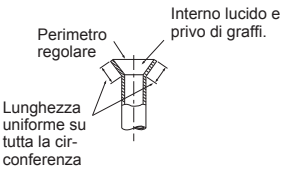

Fig. 6
• Confrontare la svasatura con la Fig. 6.